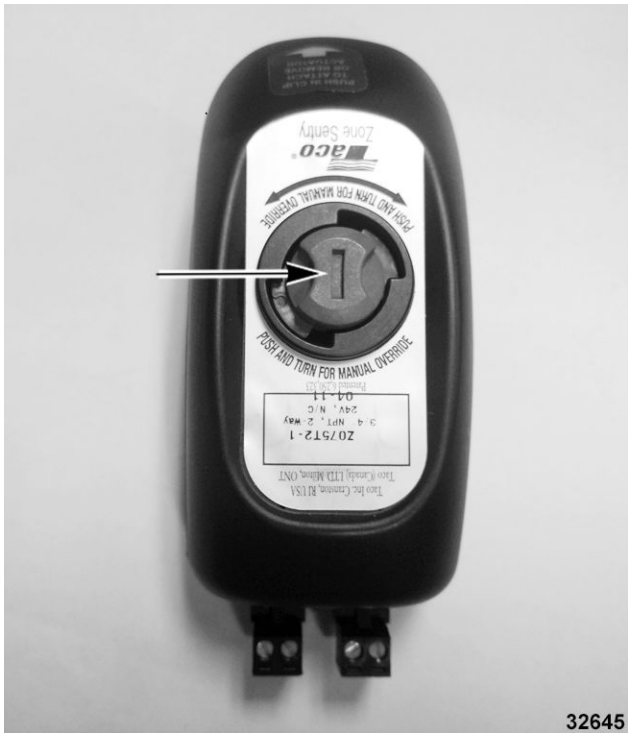

Fig. 33
A. Push in and turn knob 90° counterclockwise to open (Fig. 33).